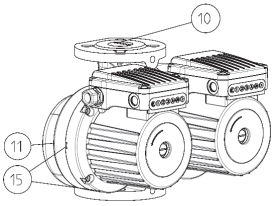

fig. 2
- GHND (basic, auto), GHNMD (basic, auto) – le pompe dispongono di un telaio idraulico doppio (fig. 2 – POS. 11), nel quale è montata una botola ribaltabile (fig.2 – POS.10) che gira autonomamente in base al flusso dei fluidi di una o dell'altra pompa.